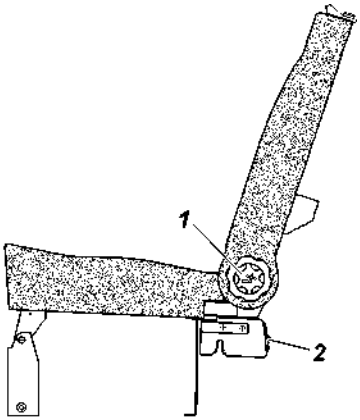

Рис. 3.12. Заднее трехместное сиденье:
-вращением ручек 1 (рис.3.12) наклоните спинки заднего трехместного сиденья назад до упора;
-вращением ручек 1 (рис.3.12) наклоните спинки заднего сиденья вперед до упора;
-расфиксируйте замки заднего сиденья ручками замка 2 (рис. 3.12);